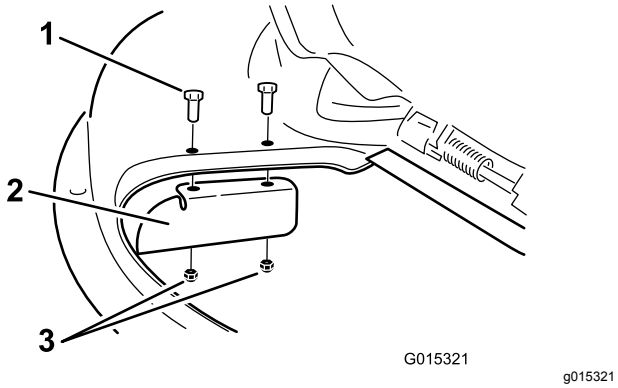

**Figur 28**
9. Monter græsafskærmningen på plæneklipper-skjoldet (Figur 28).
3. Afmonter græsafskærmningen fra plæneklipperskjoldet (Figur 28).